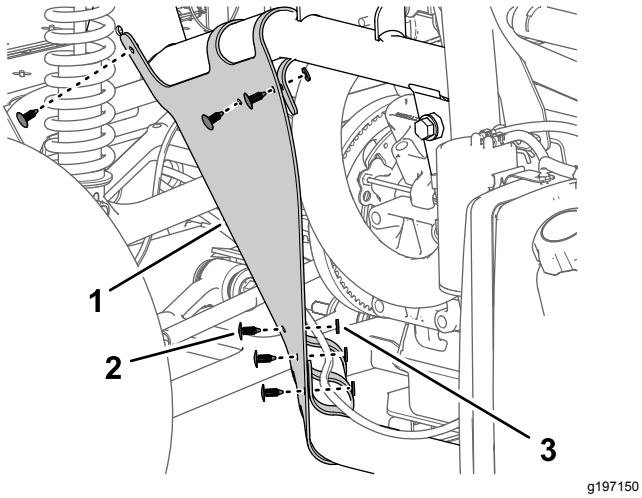

Figur 10
4. Afmonter de 6 skubbefastgørelsesanordninger og 5 spændeskiver (9/16 x 1/2 tomme), der fastgør inderskærmens afskærmning til maskinens stel (Figur 10).